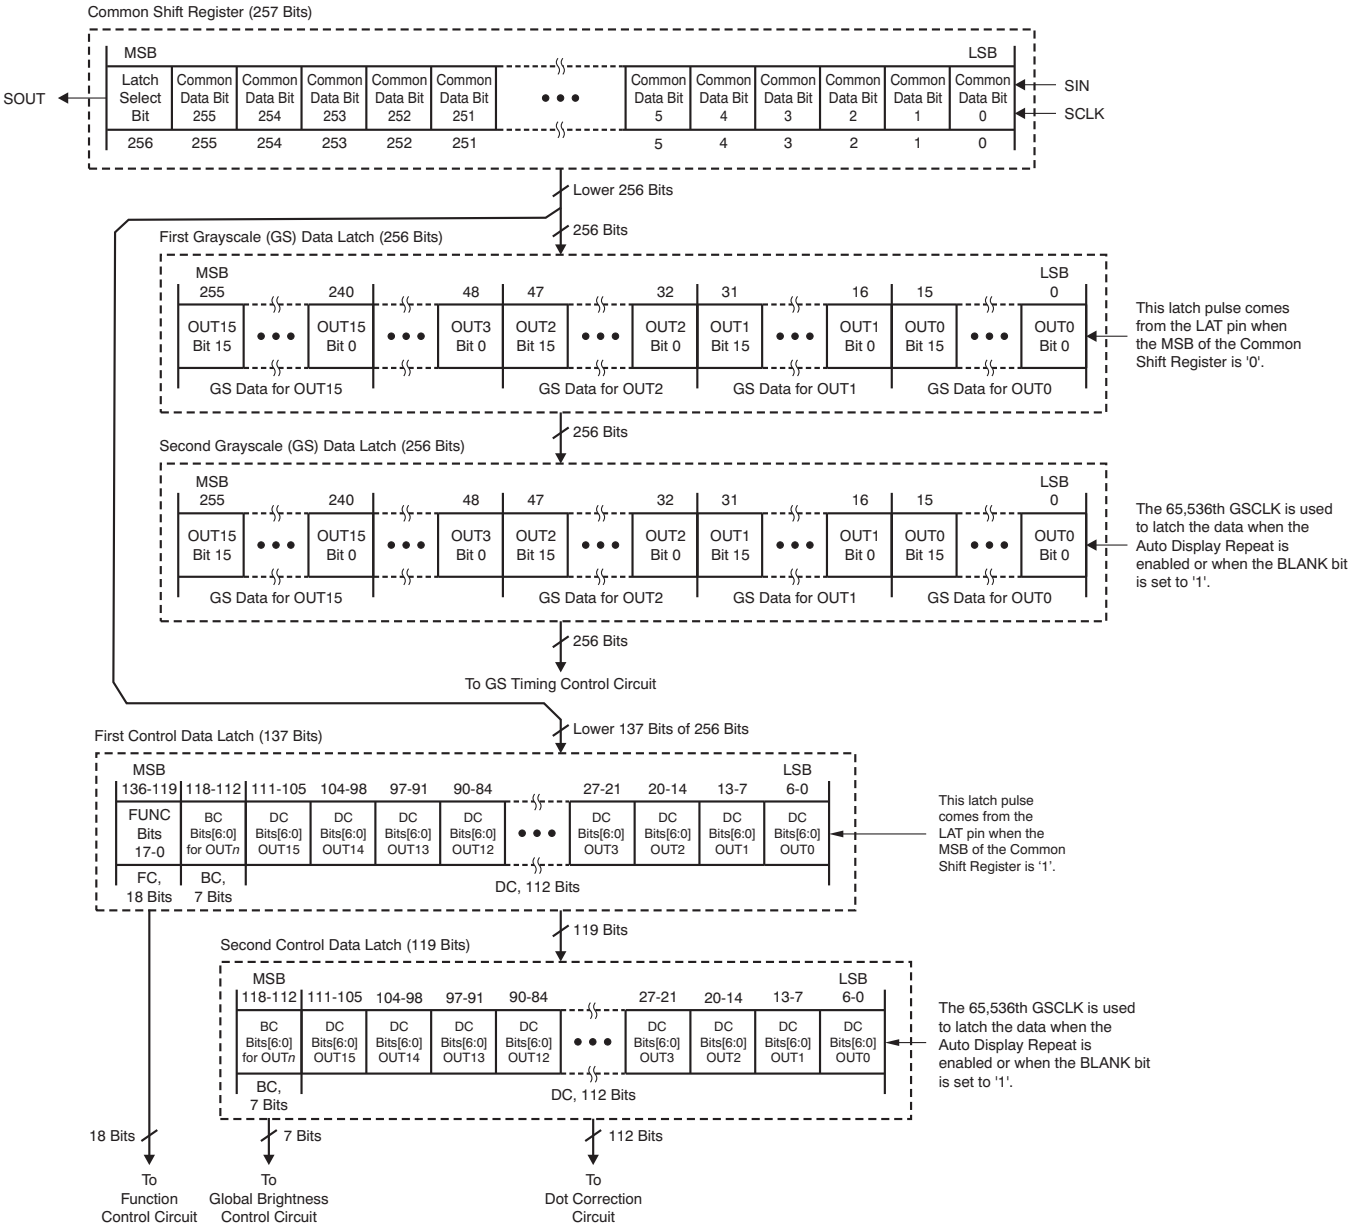

**Figure 30. Common Shift Register and Control Data Latches Configuration**
The TLC5948 has one common shift register and two pairs of data latches: the first and second grayscale (GS) data latches and the first and second control data latches. The common shift register is 257 bits long and the GS data latches are 256 bits long. The first control data latch is 137 bits long and the second latch is 119 bits long. When the MSB of the common shift register is '0', the least significant 256 bits from the common shift register are latched into the first GS data latch. When the MSB is '1', the data are latched into the first control data latch. Figure 30 shows the configuration of the common shift register and the latch configurations.